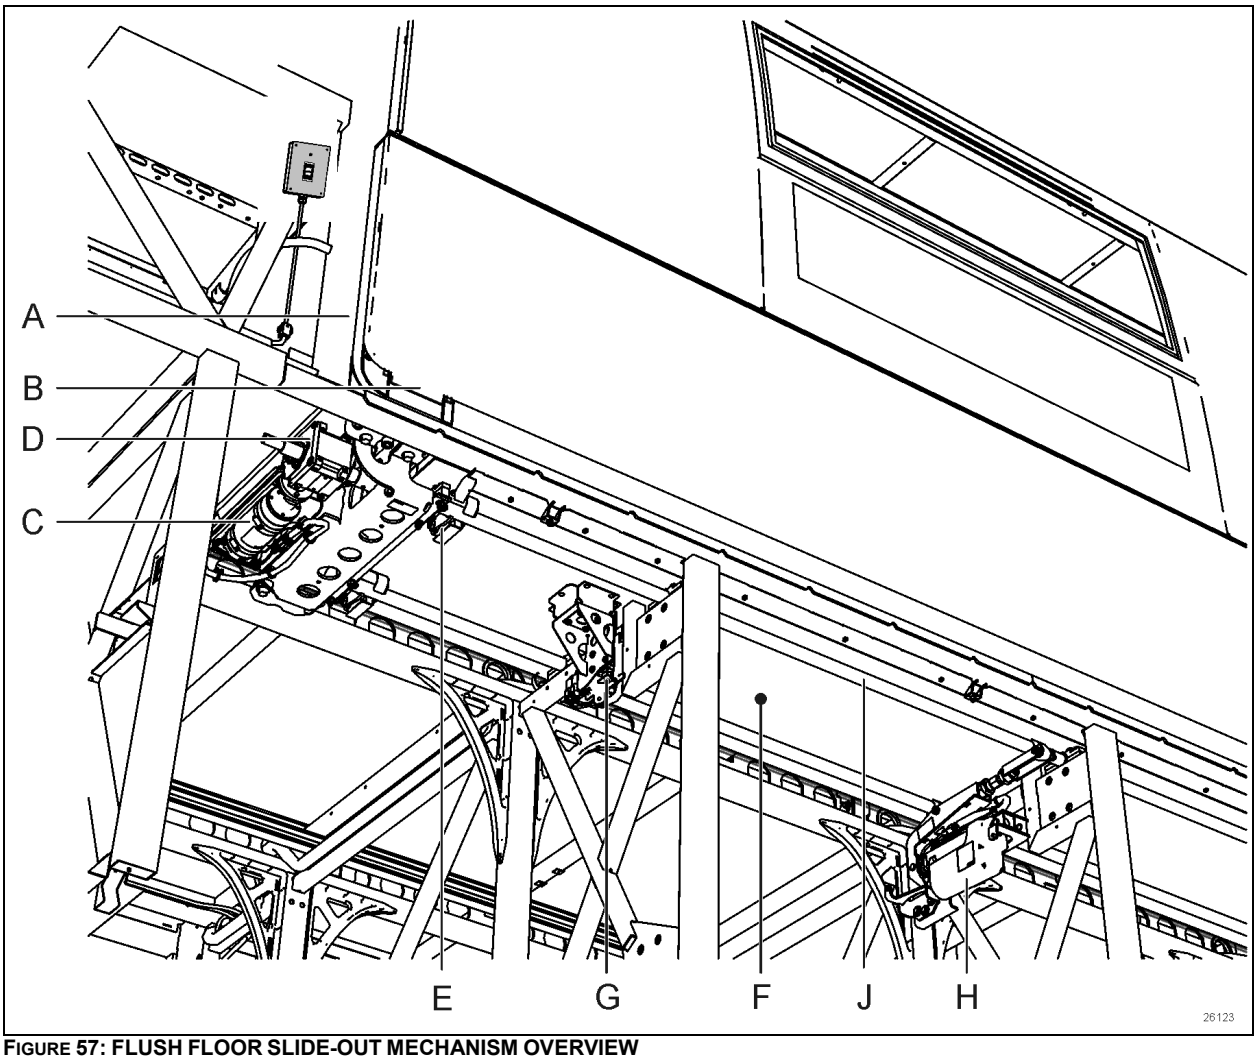
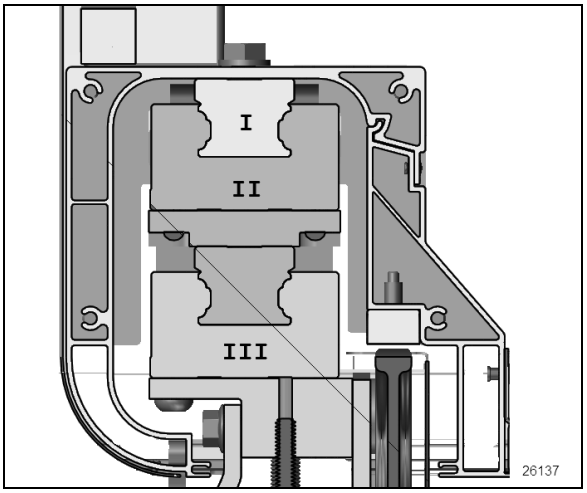

FIGURE 57: FLUSH FLOOR SLIDE-OUT MECHANISM OVERVIEW
FIGURE 62 LINEAR BEARINGS
Refer to images Figure 57 to Figure 62 above for the following descriptions.
The slide-out room is moved in and out on a pair of stacked linear bearings (Figure 62, Items I and III). Power comes from two synchronized electrical motor (**C**) oriented horizontally under each linear bearing assembly. The motor drives a right angle speed reducing gearbox (**D**).
Extension bearings and rail assemblies are stacked in pairs (Figure 62). The slide-out room structure is attached to the top rail (I). The top bearing is attached to the bottom rail (II). The bottom bearing is attached to the vehicle structure (III).